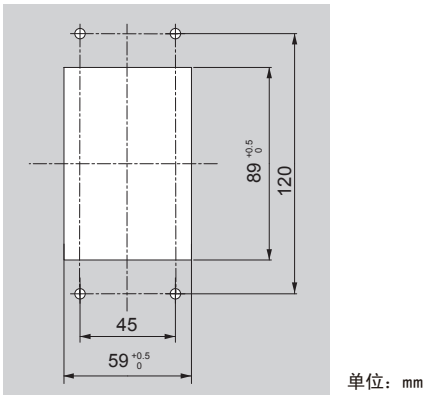

图 2.15 控制柜加工尺寸 （安装在控制柜内侧时）
1. 对控制柜的操作器安装面进行加工。控制柜加工尺寸请参照图 2.15。